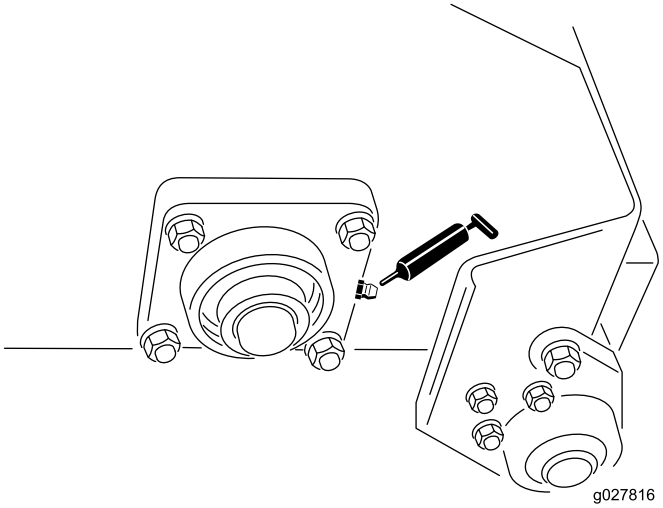

**Рисунок 8**
- Подшипники ротора штырей (2 шт.) (Рисунок 8)